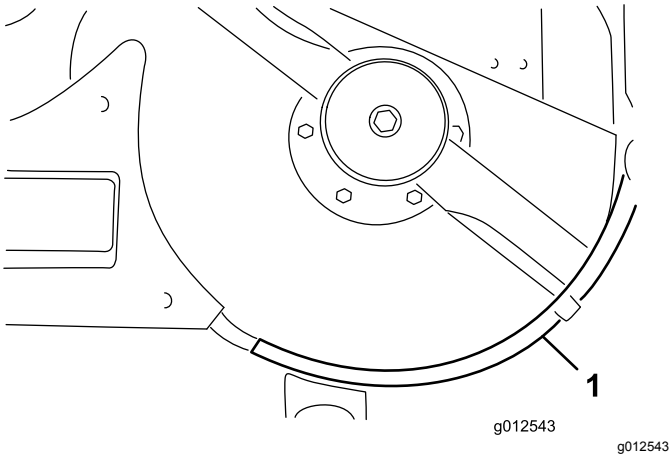

Figura 15
10. Fissate il deflettore sinistro al piatto di taglio con 2 bulloni (¼-20" x 1"), 1 bullone (¼-20" x ¾") e 3 dadi di bloccaggio (Figura 15). Posizionate le teste dei bulloni all'interno del piatto di taglio.